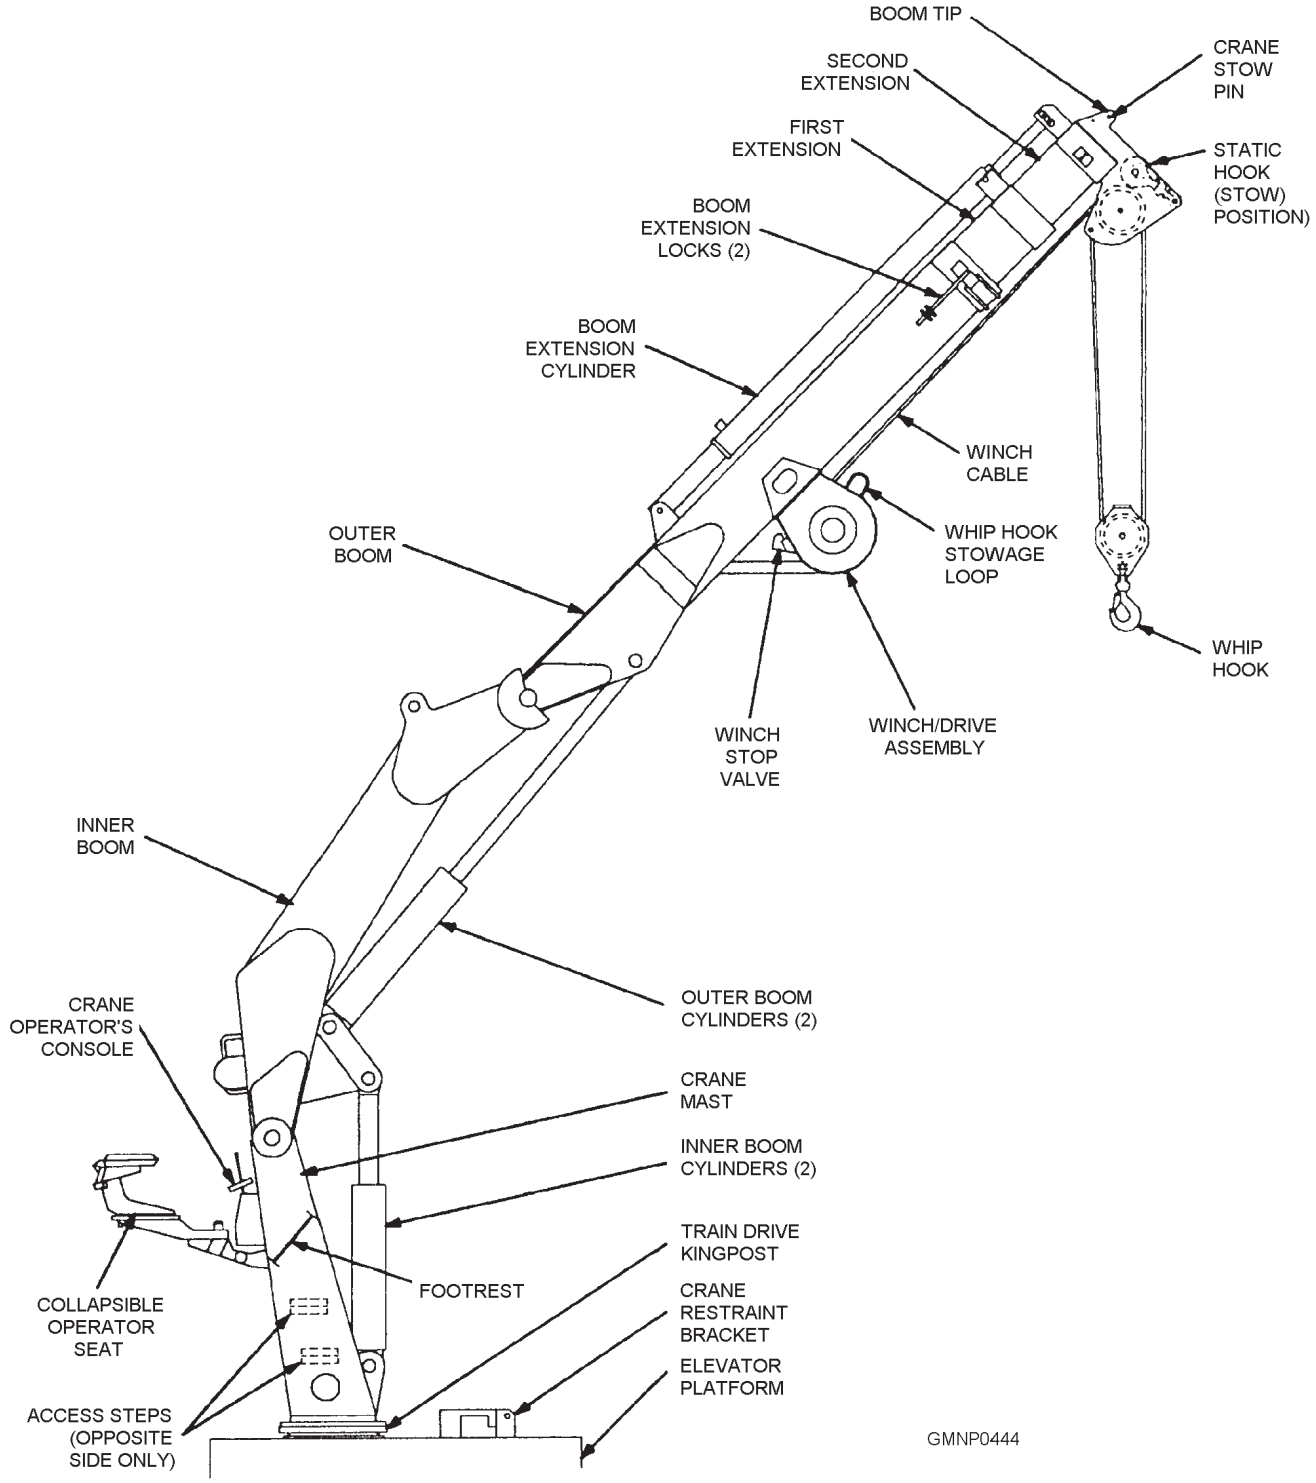

**Figure 8-18.—VLS strikedown crane Mk 1 Mod 0 in operating configuration.**
**CRANE ASSEMBLY**.—The Mk 1 Mod 0 strikedown crane (fig. 8-18) is a hydraulically powered, knuckled-type crane. The crane mast is bolted to the